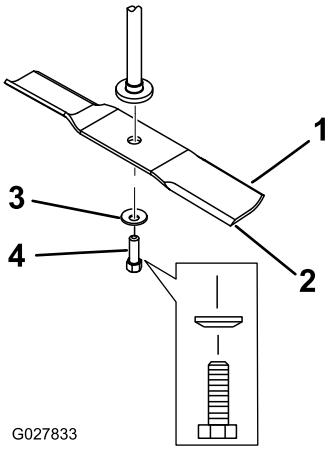

Figur 57
2. Avlägsna knivskruven, den böjda brickan och kniven från spindelaxeln (Figur 57).
1. Montera kniven på spindelaxeln (Figur 57).
2. Montera den böjda brickan (den kupade sidan mot kniven) och knivskruven (Figur 57).